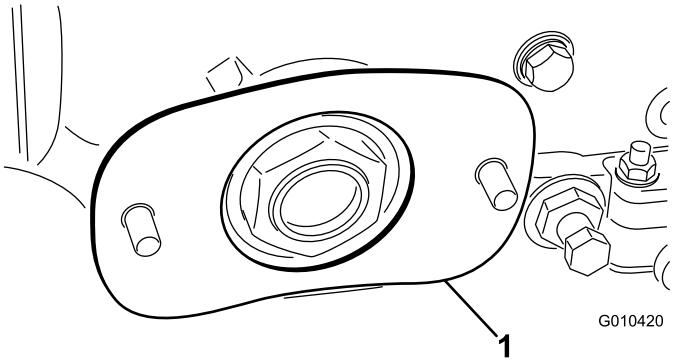

Рисунок 5
8. Вставьте регулировочные прокладки на болты, расположив их, как показано на Рисунок 5.